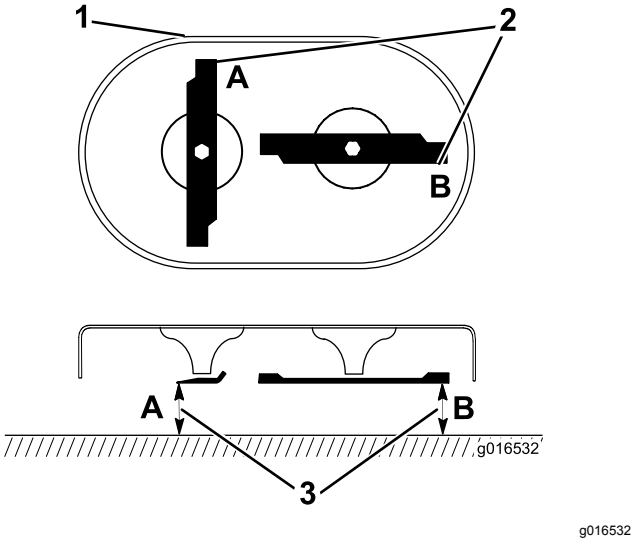

Figur 43
1. Roter knivene til posisjonen vist i Figur 43.
2. Mål fra en jevn overflate til klippekanten ved punktene **A** og **B** (Figur 43), og noter begge målene.
3. Roter knivene så deres motsatte ender er ved punktene **A** og **B** (Figur 43).